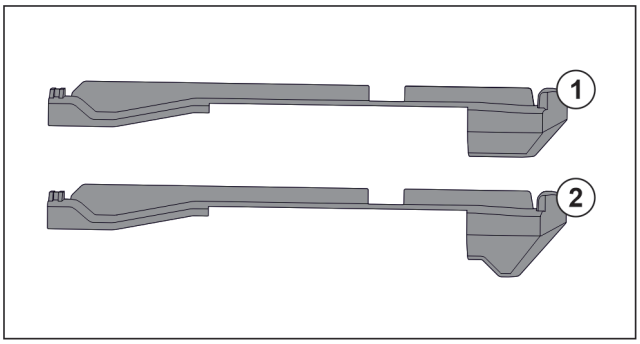

Fig. 150 Compararea pieselor de fixare
În aparat există două piese diferite de fixare. Piesa de fixare de deasupra sertarului de jos *Fig. 150 (2)* are o margine triunghiulară. Toate celelalte piese de fixare *Fig. 150 (1)* au o margine dreaptă.
▶ Montați piesa de fixare *Fig. 150 (2)* cu marginea triunghiulară peste sertarul de jos.
▶ Montați piesa de fixare *Fig. 150 (1)* cu marginea dreaptă la toate celelalte poziții.